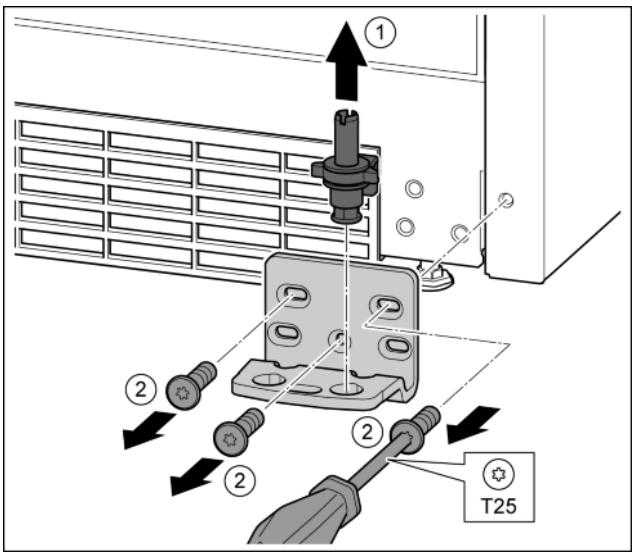

Fig. 16
- ▶ Опорный палец полностью извлечь движением вверх. *Fig. 16 (1)*
▶ Открутить винты отверткой T25 и снять опорный кронштейн. *Fig. 16 (2)*